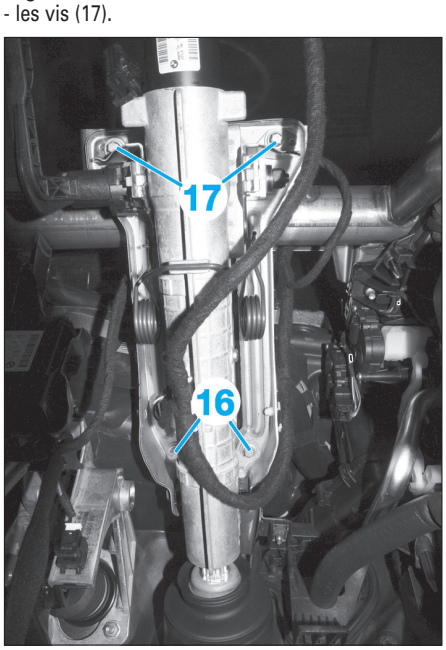

Fig. 10
- les vis (16) de fixation de la colonne de direction **(Fig.10)**,
- les vis (17).